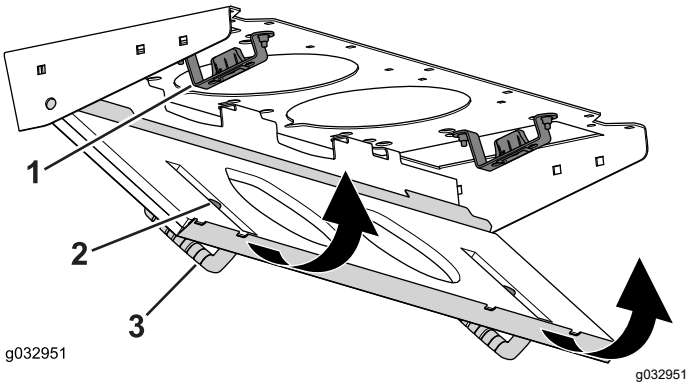

Figura 88
4. Ruotate lo schermo del filtro attorno alle alette fino a quando il fermo non si blocca nel gruppo del supporto del fermo (Figura 88).